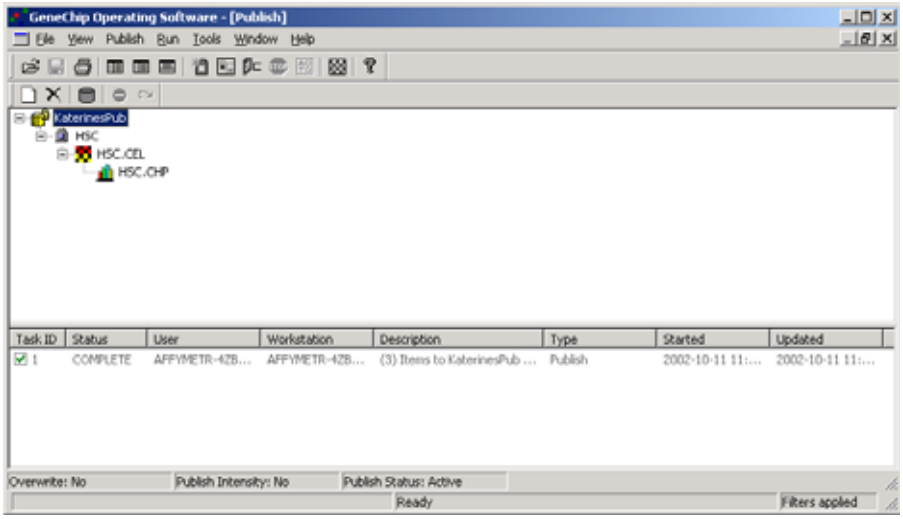

Figure 12.5
2. Repeat the drag-and-drop operation for the remaining task items to be published **(Figure 12.5)**.
6. Click **OK** to add the data to the selected publish database **(Figure 12.5)**.
You may publish intensity data or overwrite a previously published task item. You must be authorized by the GCOS administrator to overwrite data. The status bar at the bottom of the publish window displays the publishing options **(Figure 12.5)**.